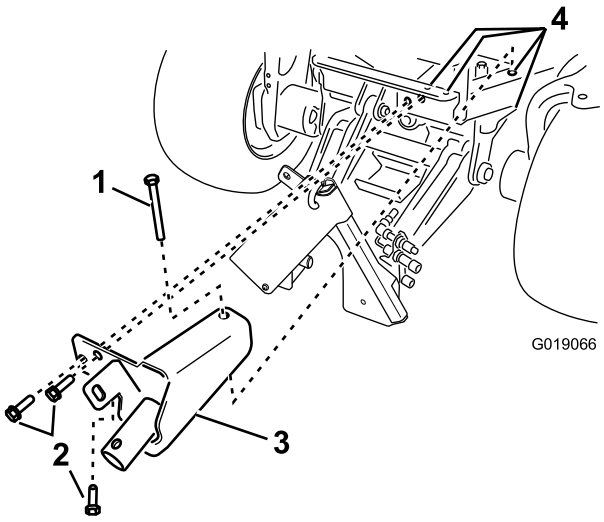

Figura 3
4. Installate la staffa del cavalletto al telaio della macchina con 3 bulloni flangiati a testa esagonale (1/2 x 1-1/2 poll.), un bullone a testa esagonale (1/2 x 4-1/2 poll.) e 4 dadi di bloccaggio (Figura 3).